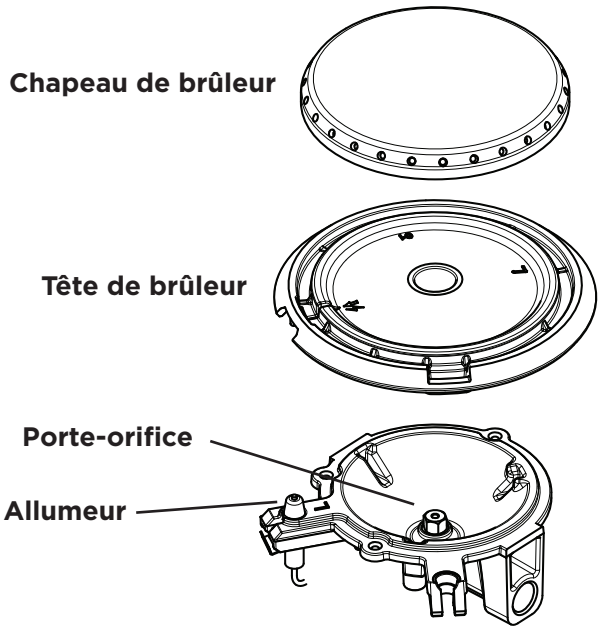

Figure 13: Chapeau de brûleur, tête de brûleur, allumeur et orifice
3. Utiliser une vieille brosse à dents pour nettoyer la tête de brûleur au complet (voir Figure 13).